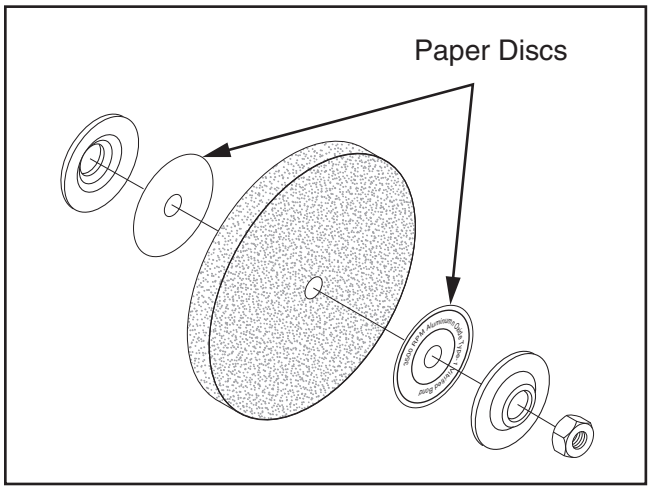

Figure 19. Assembly order for wheel installation.
7. Mount new grinding wheel in order shown in **Figure 19**. Tighten arbor hex nut snugly but do not over-tighten. Over-tightening can stress and crack wheel.